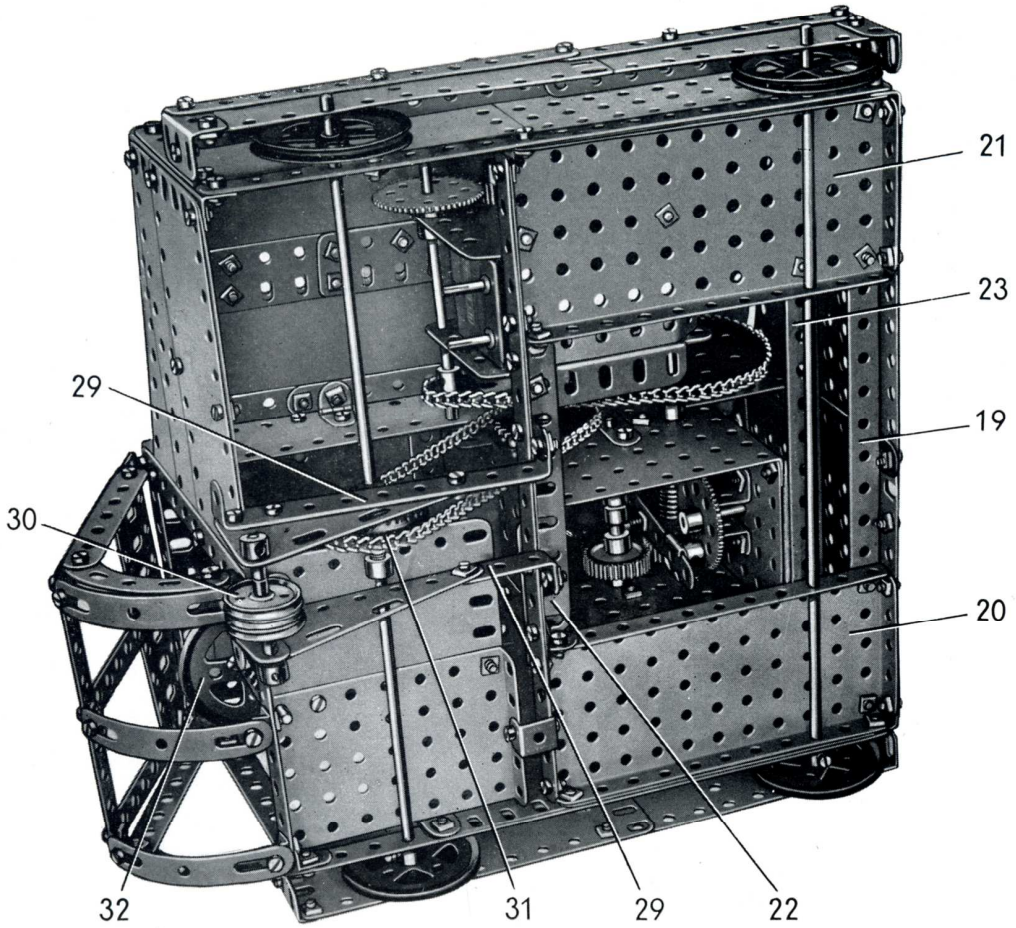
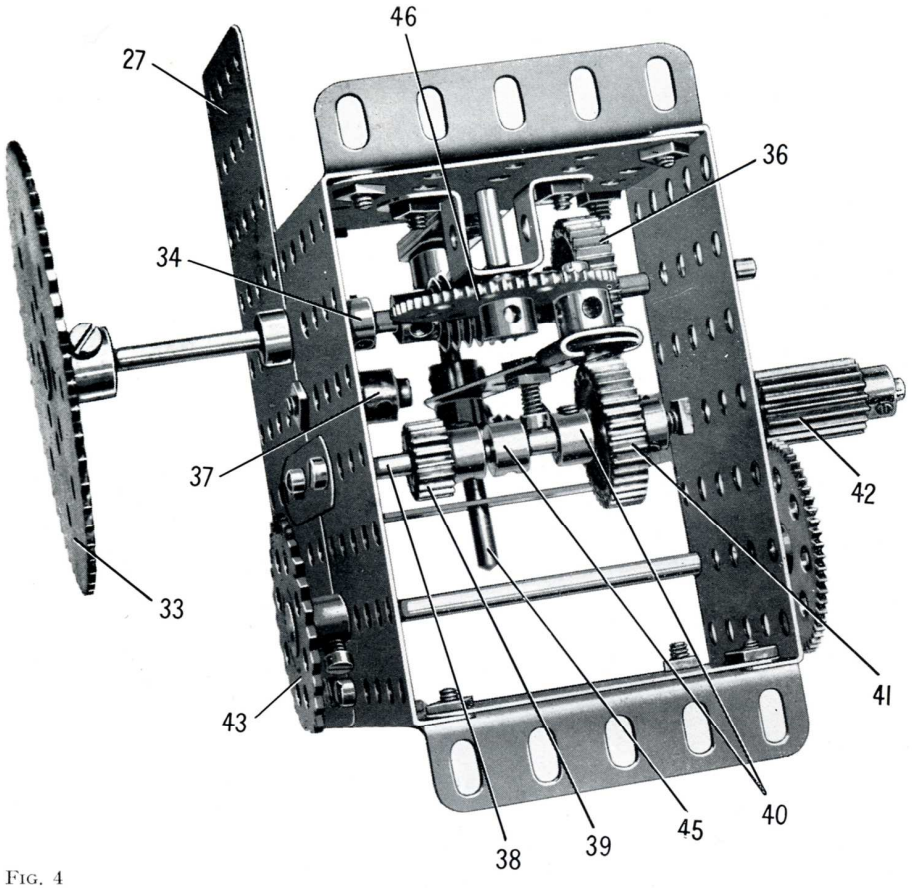
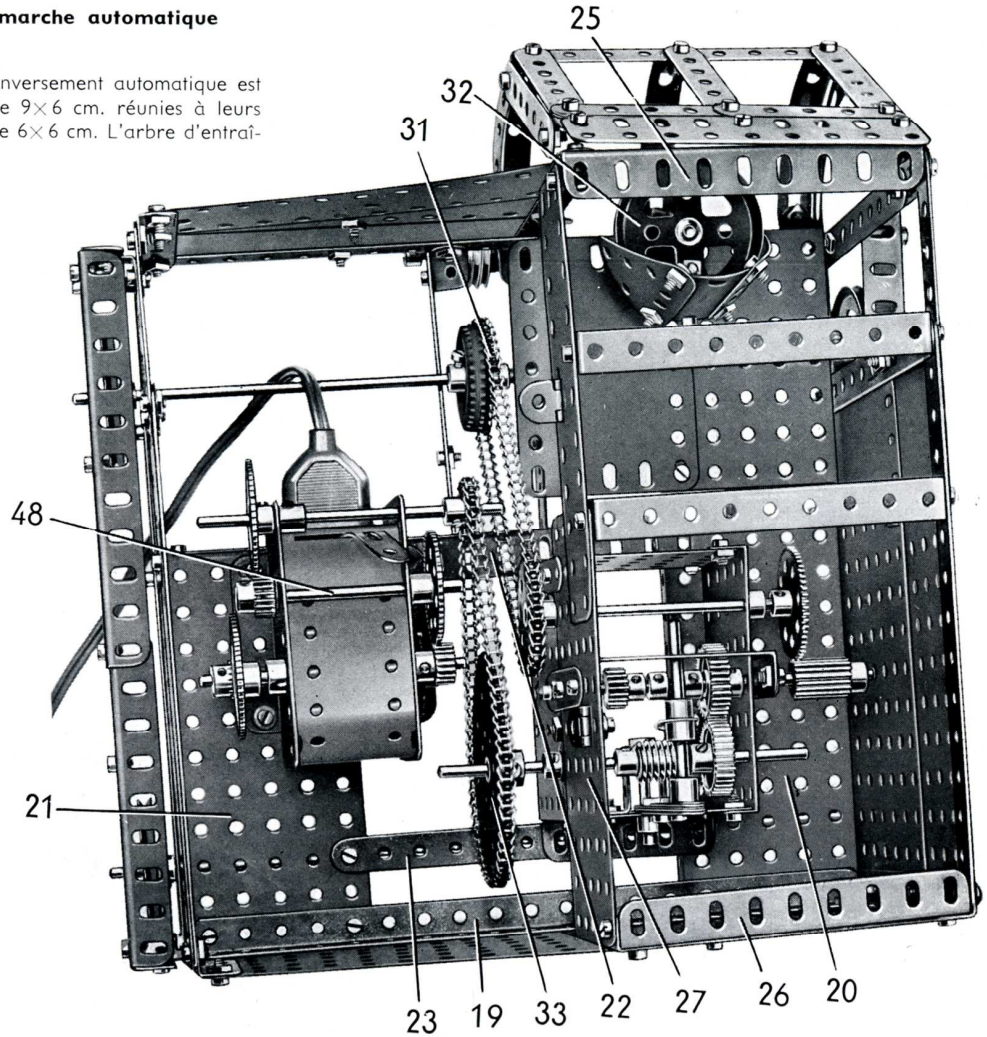
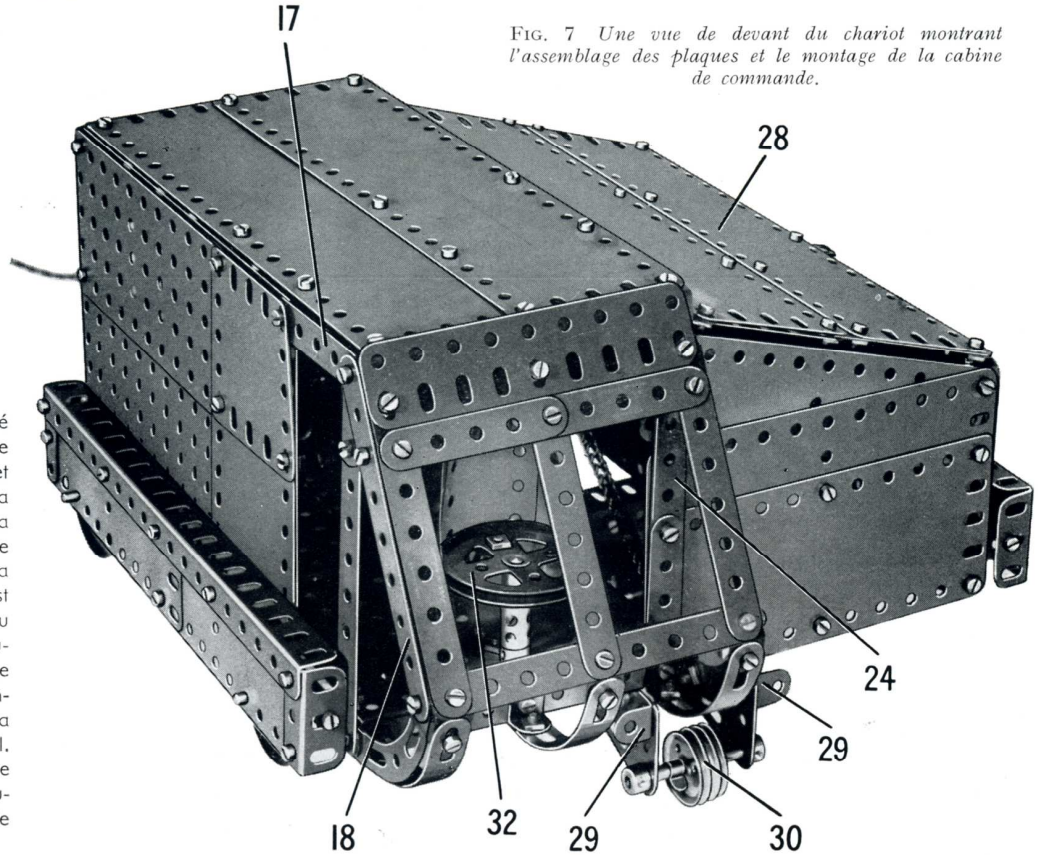

FIG. 3 *Le chariot vu de dessous montrant le montage des essieux et l'entraînement à friction monté sur l'essieu avant.*
FIG. 4
FIG. 6 *Le toit du chariot a été enlevé pour montrer le train réducteur monté sur le moteur électrique universel.*
FIG. 7 *Une vue de devant du chariot montrant l'assemblage des plaques et le montage de la cabine de commande.*
Détails du chariot (Fig. 3, 6 et 7)
Deux plaques à rebords de 14×6 cm. (20) et (21) sont fixées sur la cornière (19) et sur les côtés du chariot, et elles sont réunies à leurs extrémités intérieures par une bande de 19 trous qui tient une cornière de 9 trous (22) (fig. 3). Une bande de 11 trous (23) est boulonnée au travers des plaques à rebords.
Le devant du chariot est en partie recouvert par une plaque flexible de 14×6 cm. et deux de 14×4 cm., dont une est boulonnée en oblique comme le montre la figure 7. Les bords intérieurs de ces plaques sont fixés sur une bande (24) (fig. 7), faite d'une bande de 7 trous et d'une de 5 trous, sur laquelle est fixée une cornière de 9 trous (25) qui est réunie par une équerre à la bande (18). Le devant de la cabine de contrôle est formé par trois bandes de 7 trous dont chacune est réunie à une bande cintrée à glissières par une équerre à 135°. Les bandes cintrées sont fixées sur la bande de 19 trous de l'avant par des équerres. Les extrémités inférieures des bandes de 7 trous sont réunies par une bande de 9 trous, et deux bandes de 5 trous sont boulonnées sur les extrémités supérieures. Une poutrelle plate de 9 trous est réunie aux bandes de 5 trous par des supports plats. La fenêtre intérieure de la cabine de contrôle est constituée par une bande de 7 trous et une bande incurvée épaulée de 6 cm. qui est réunie au-devant du chariot par une équerre. Les fenêtres avant et les fenêtres de côté de la cabine sont réunies par des équerres boulonnées sur les bandes.
L'arrière du chariot est recouvert par une plaque sans rebords de 14×9 cm. boulonnée verticalement sur le rebord arrière de la plaque à rebords (20) et sur la cornière de 11 trous du côté qui apparaît sur la figure 1. Une autre plaque sans rebords de 14×9 cm. est boulonnée horizontalement sur le rebord de la plaque à rebords (21) et sur la cornière de 7 trous du côté correspondant. Une plaque flexible de 14×4 cm. est fixée verticalement entre les deux plaques sans rebords, et une autre plaque flexible de 14×4 cm. est boulonnée en oblique entre la plaque flexible verticale et l'angle supérieur extérieur de la plaque sans rebords horizontale de 14×9 cm. Une cornière de 9 trous (26) est fixée comme le montre la figure 6.
Une plaque sans rebords de 14×6 cm. (27) (fig. 6) est boulonnée sur une cornière de 5 trous fixée sur l'arrière du chariot, et elle est prolongée vers l'avant par une plaque flexible de 14×4 cm. réunie à la bande (24) (fig. 7) par une équerre. Deux bandes coudées de 115×12 mm. sont boulonnées entre cet ensemble et le côté du chariot. La partie fixe du toit est constituée par deux plaques-bandes de 19 trous boulonnées sur les bandes coudées et sur les cornières (25) et (26).
Deux bandes coudées de 115×12 mm. (29) (fig. 3) sont fixées par des supports plats sur la cornière (22) et elles sont réunies par des équerres d'angle au-devant du chariot. Une plaque flexible triangulaire de 9×4 cm. bordée à l'avant par une bande de 3 trous est boulonnée sur chaque bande coudée, et ces plaques soutiennent une tringle de 5 cm. qui porte trois poulies folles de 25 mm. qui apparaissent en (30) (fig. 3 et 7).
Les roues sur lesquelles se déplace le chariot sont des poulies de 5 cm. fixées sur des tringles de 29 cm. Une roue de chaîne de 28 dents (31) (fig. 3) tourne sur la tringle avant, mais elle est maintenue appuyée contre une poulie de 25 mm. munie d'un pneu par un ressort de compression placé entre la roue de chaîne et une bague d'arrêt. La poulie de 25 mm. est fixée sur la tringle, et ce système constitue un entraînement à friction qui patine quand le chariot atteint les butées situées à chaque extrémité du portique jusqu'à ce que le mécanisme automatique renverse la direction de marche et renvoie le chariot en arrière.
(Fig. 4 et 5)
La boîte est fixée sur la cornière (22) et sur la bande (23) (fig. 3) par des cornières de 5 trous, et l'un de ses côtés est réuni à la plaque sans rebords (27) (fig. 6) par une bande de 5 trous. A une extrémité de la boîte, quatre bandes de 5 trous (44) (fig. 5) sont boulonnées l'une sur l'autre, et une tringle de 6 cm. (45) est fixée dans un bras de manivelle monté sur ces bandes. L'autre extrémité de cette tringle passe dans une bande coudée de 60×12 mm. montée comme le montre la figure. Une bande de 7 trous pivote sur la tringle (45) entre deux bagues d'arrêt, et un boulon de 9,5 mm., tenu dans la bande par deux écrous, vient se loger entre les bagues d'arrêt (40). L'extrémité inférieure de la bande passe au travers d'une bague d'arrêt à glissière (fig. 4) fixée sur un boulon de 9,5 mm. qui pivote dans un trou de la roue de 57 dents (46). Cette dernière est fixée sur une tringle de 4 cm. qui passe dans une extrémité de la boîte et dans un cavalier boulonné sur la boîte. La tringle est tenue par une bague d'arrêt, et la roue dentée est tenue écartée du cavalier par deux rondelles. La roue dentée engrène constamment avec la vis sans fin (35).
La roue de chaîne (43) est reliée par une chaîne Galle à la roue de chaîne (31) (fig. 3). Quand l'arbre d'entraînement tourne, la roue (46) est entraînée par la vis sans fin (fig. 4), et elle entraîne la bande de 7 trous montée dans la bague d'arrêt à glissière. Le boulon de 9,5 mm. qui se trouve sur la bande donne un mouvement de va-et-vient à l'arbre de sorte que le pignon (39) vient engrener avec le pignon (37) quand la tringle (38) coulisse vers la droite, (fig. 5), et quand la tringle coulisse vers la gauche, ces pignons s'écartent et les roues (41) et (36) engrènent l'une avec l'autre. La durée de l'entraînement dans chaque direction peut varier selon la place que l'on donne au pignon (39) et à la roue (41). De toute façon, il faut s'arranger pour que le chariot soit encore entraîné quand il arrive contre les butées (47) situées aux extrémités du portique. Ces butées sont des bandes de 3 trous. Il est important d'ajuster la roue de 57 dents sur la tringle de 10 cm. de façon telle qu'elle reste en contact avec le pignon (42) quelle que soit la position de la tringle (38).
(Fig. 6)
Un moteur électrique universel est boulonné par ses rebords sur la base du chariot comme le montre la figure 6, et un pignon de 15 dents monté sur l'arbre du moteur entraîne une roue de 60 dents fixée sur une tringle de 7,5 cm. qui traverse les flasques du moteur. Un pignon de 19 dents monté à l'autre extrémité de cette tringle entraîne une roue de 57 dents fixée sur une tringle de 7,5 cm. (48) qui passe également dans les flasques du moteur. Un pignon de 19 dents monté sur la tringle (48) entraîne une roue de 57 dents fixée sur une tringle de 10 cm. qui passe dans les trous supérieurs avant des flasques du moteur. La tringle de 10 cm. porte une roue de chaîne de 14 dents reliée par chaîne Galle à la roue de chaîne de 56 dents (33).
Une corde est attachée à l'extrémité de la poutrelle (14) et passe sur l'une des poulies (30) du chariot (fig. 7) et autour de l'une des poulies (49). La corde passe ensuite autour de la poulie centrale (30) et de la seconde poulie (49), puis elle passe sur la troisième poulie (30) et elle est ramenée en arrière le long du portique et elle est attachée de nouveau à la poutrelle (14). Quand le chariot se trouve tout près de l'endroit où est attachée la corde, la moufle doit être au niveau du sol. Au fur et à mesure où le chariot se déplace, la moufle remonte automatiquement, et s'abaisse de nouveau quand le chariot revient à son point de départ.